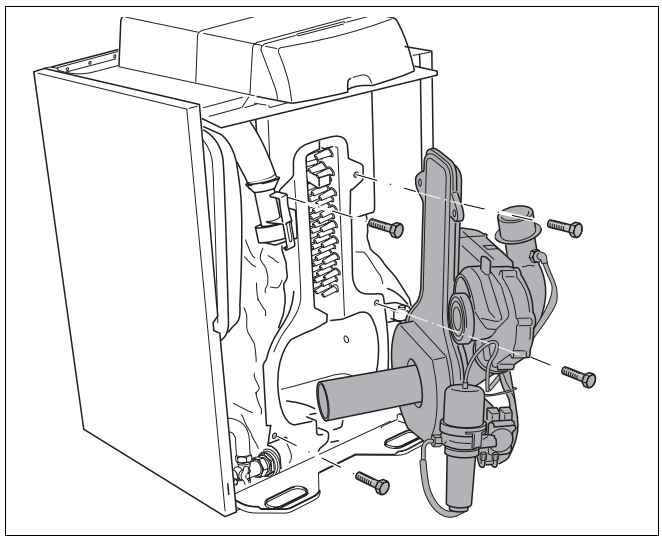
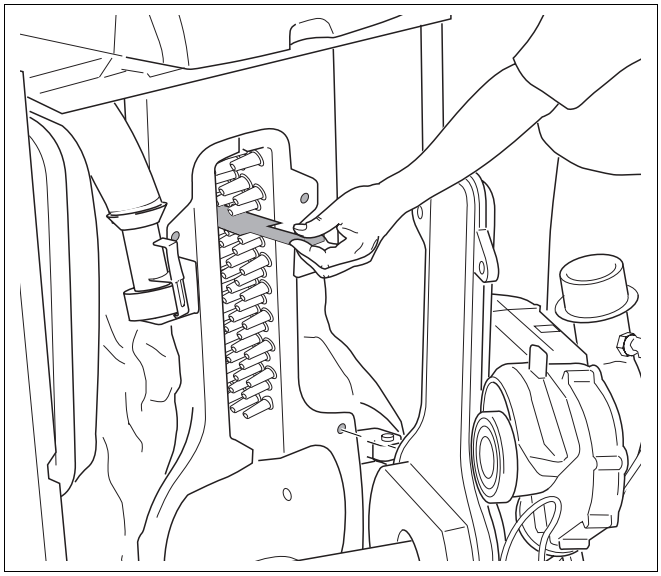

Abb. 67 Brennertür öffnen
Abb. 69 Heizgaslenkplatten herausziehen
- Sechskantschrauben der Brennertür herausschrauben und Brennertür aufschwenken (Abb. 67).
- Gegebenenfalls Sechskantschrauben der Brennertür herausschrauben und Brennertür aufschwenken (Abb. 67, Seite 75).
- Heizgaslenkplatten entnehmen und gegebenenfalls reinigen (Abb. 69).
- Brennertür öffnen (Abb. 67, Seite 75), Heizgaslenkplatte entnehmen (Abb. 69, Seite 76) und reinigen.